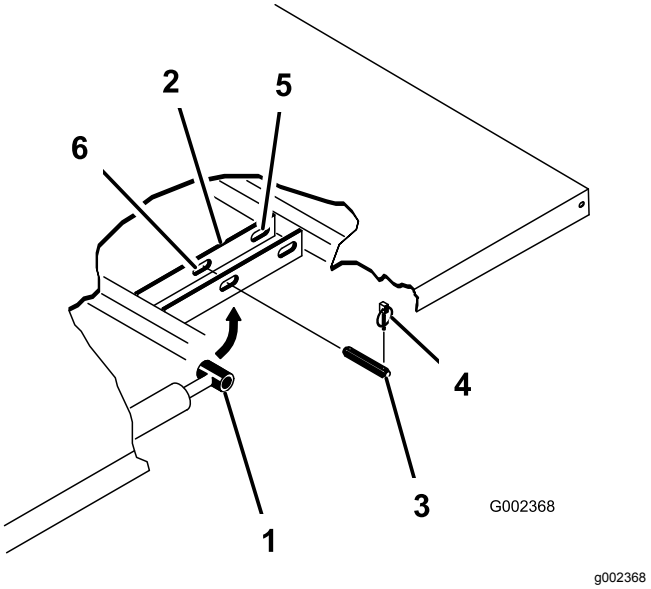

**Rysunek 34**
3. Wyjmij zawleczki z zewnętrznych końców sworzni z łbem płaskim tłoka siłownika (Rysunek 34).
4. Usuń sworznie z łbem płaskim mocujące końce tłoczysk siłowników do płyt montażowych platformy, wciskając sworznie do wewnątrz (Rysunek 34).
5. Wyjmij zawleczki i sworznie z łbem płaskim mocujące wsporniki osi obrotu do kanałów ramy (Rysunek 34).